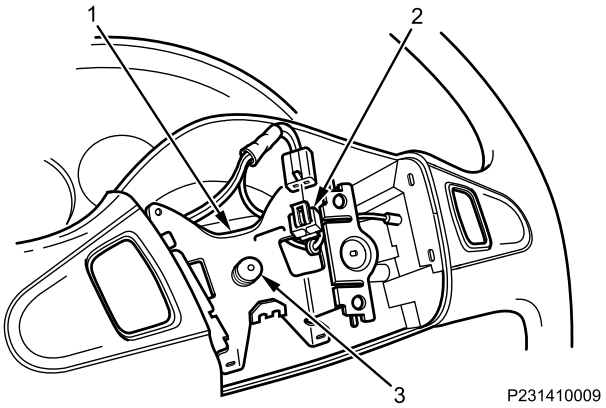

Figure 7. Steering Wheel and Shaft.
6. Put connector (Figure 7, Item 2) through steering wheel (Figure 7, Item 1).
7. Position steering wheel (Figure 7, Item 1) on steering column shaft (Figure 7, Item 3).